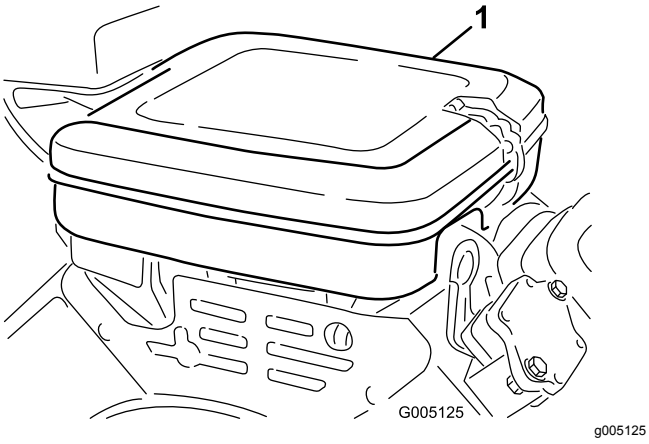

Figur 40
1. Rengør luftfilterdækslet (Figur 40).